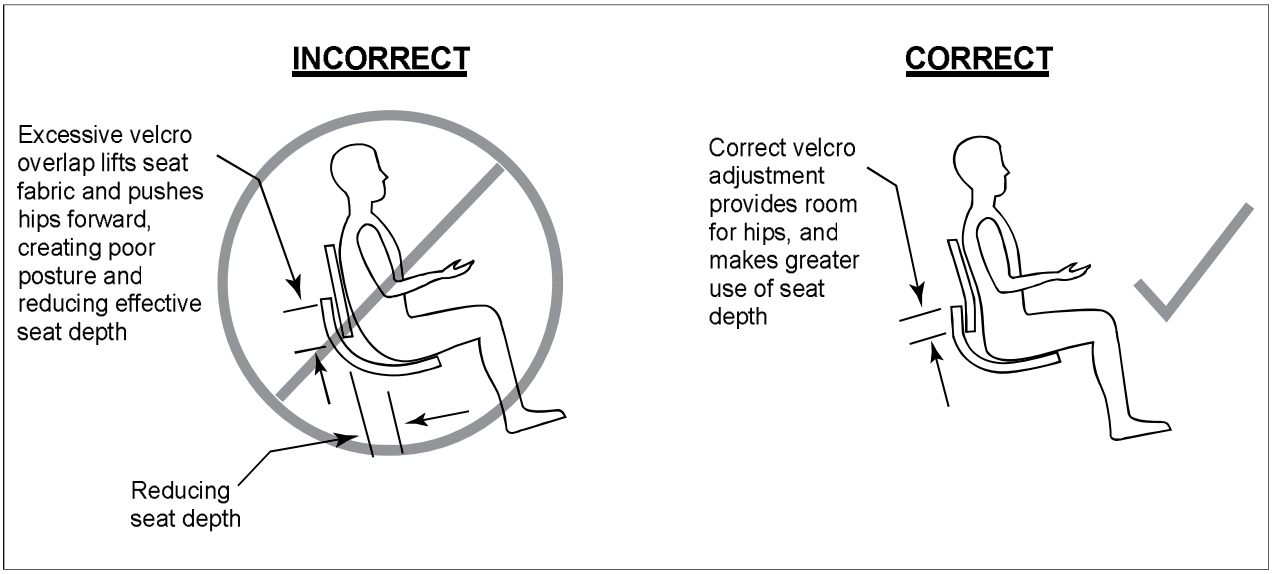

Figure 4.24
4. Make sure the Velcro is adjusted in the proper position to support good posture. Excessive Velcro overlap lifts seat fabric and pushes hips forward, creating poor posture and reducing effective seat depth. Not enough overlap on the Velcro can allow improper positioning in the seat. See Fig. 4.24 below.
Make sure the Velcro is adjusted in the proper position to support good posture. Excessive Velcro overlap lifts the seat fabric and pushes hips forward, creating poor posture and reducing effective seat depth. Not enough overlap on the Velcro can allow improper positioning in the seat. See Fig. 4.24.